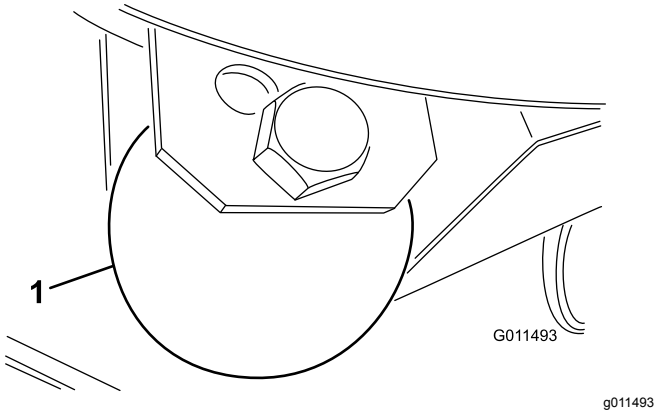

Figur 27
1. Lossa bulten och muttern som håller fast klipphöjdshjulet på klippenhetens fästen (Figur 27).